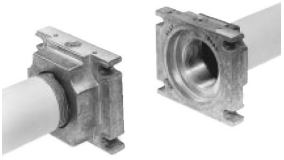

Рис. 11
3. Установить Мультиблок между резьбовыми фланцами (Рис. 11)